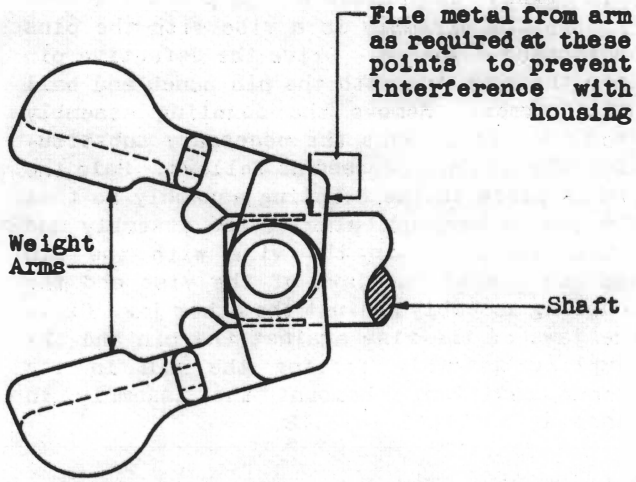

Fig. 76B Weight Arms of Cast Weight Alarm Mechanism
3.20 Governor: To replace a governor of either type of alarm mechanism, remove the cover as outlined above and remove the governor housing mounting screws with the 4-inch regular screwdriver. If a governor of the cast weight alarm mechanism is to be replaced, remove the cotter pin and springs with the P-long-nose pliers. Substitute the new part. If this part interferes with the housing, file off a portion of the arm as shown in Fig. 76B. Remount the springs and insert the cotter pin and spread the ends to secure it in place. If the governor of a link-type alarm mechanism is to be replaced, remove the clamping screws with the 4-inch regular screwdriver and slide the governor off the shaft. Substitute the new assembly and insert and tighten the screws securely. Remount the governor housing securely in place.